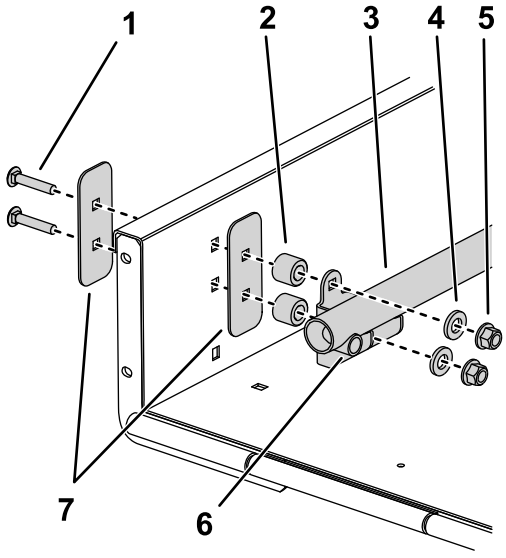

Bild 1
3. Montieren Sie die Rohre mit den vier Distanzstücken zwischen den Halterungen der Rohre und den Wänden des Anhängers mit den vier Schlossschrauben (Bild 1).